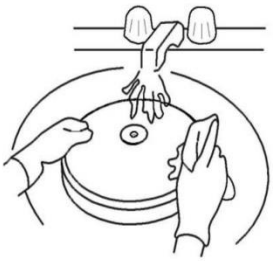

Fig. 7
2. Wash and clean the glass shade in a sink and dry with a cloth. (Fig.7)